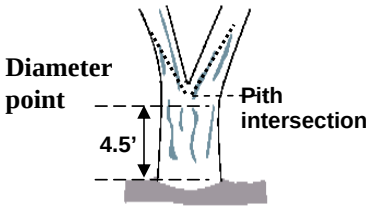

Figure 23. One tree.
- Trees forked at or above 4.5 feet. Trees forked in this region count as one single tree (Figure 23). If a fork occurs at or immediately above 4.5 feet, measure diameter below the fork just beneath any swelling that would inflate DBH.